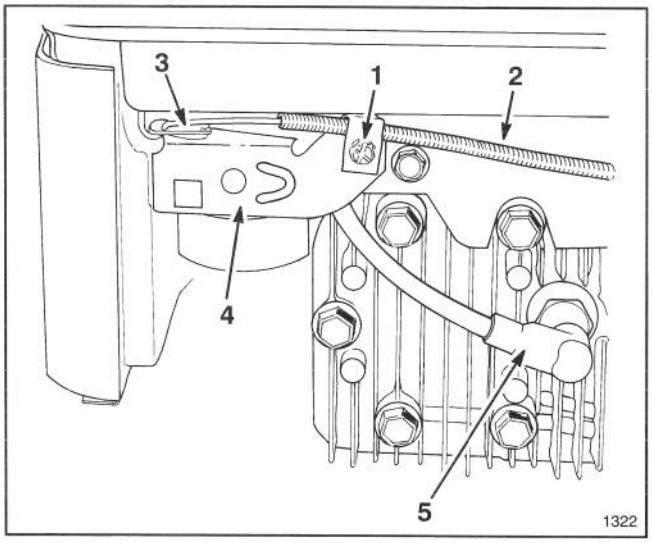
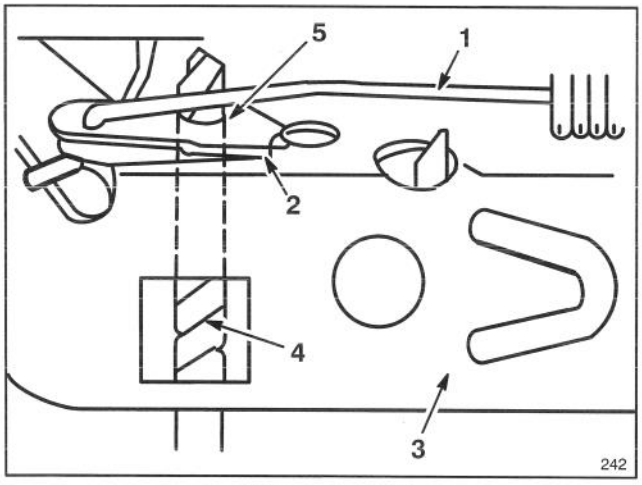

Afbeelding 12
Afbeelding 13
1. Zet de motor af en trek de draad van de bougie (Afb. 12).
3. Maak de schroef van de kabelklem los totdat u de gasklepkabel kunt wegschuiven (Afb. 12). Breng de gaatjes in de gashendel en de gasklepbeugel op een lijn met behulp van een pen of boor met een doorsnede van 3 mm (Afb. 13). Draai de schroef van de kabelklem aan om het geheel op deze manier vast te zetten.